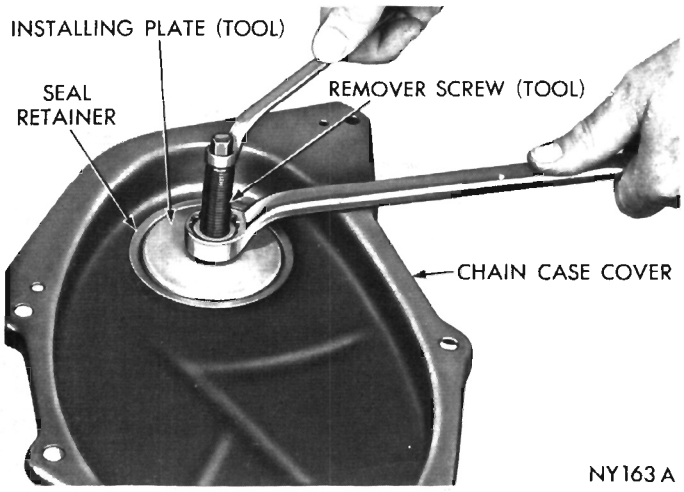

Fig. 28—Installing New Seal
(8) Install flat washer and nut on the remover screw; hold screw and tighten nut (Fig. 28).
(9) Seal is properly installed when the neoprene is